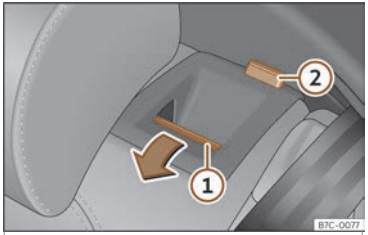

Fig. 110 Seient posterior:abatre el respatller.
- Premeu la tecla de desbloqueig››› **fig. 110** ① cap endavant i, alhora, abateu el respatller. El respatller del darrere està desbloquejat quan es veu una marca vermella a la tecla ②.
El respatller del darrere està desbloquejat quan es veu una marca vermella a la tecla >>> **fig. 110** ②.